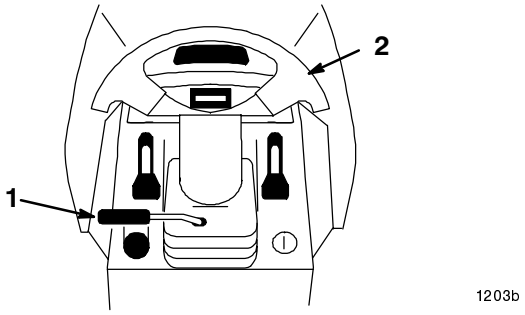

Figure 15
1. Lift the tilt lever to release the lock (Fig. 15).